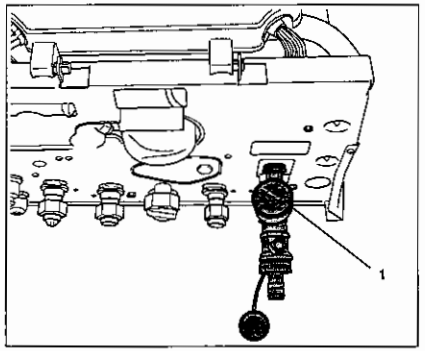

afb. 8 Vulkraan aan rechter onderzijde monteren
- monteer de drukmanometer met vul- en aftapkraan (afb. 8, **pos. 1**);